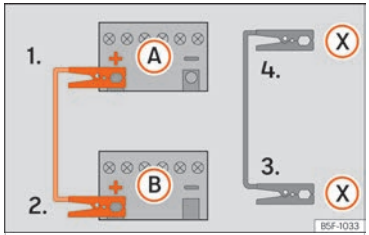

Fig. 156 Esquema de connexió per a vehicles amb sistema Start Stop.
Els cables d'arrencada només s'hauran de connectar seguint l'ordre **1 > 2 > 3 > 4** ››› fig. 156.
Vehicles amb sistema Start-Stop: emborneu un extrem del cable negre d'emergència (X) a un terminal de massa adequat, a una peça de metall massissa que vagi caragolada al bloc motor o al mateix bloc motor ››› fig. 156.
5. Emborneu l'altre extrem del cable *negre* d'emergència (X) al vehicle amb la bateria descarregada, a una peça de metall massissa que vagi caragolada al bloc motor o al mateix bloc motor però el més allunyat possible de la bateria **A**.